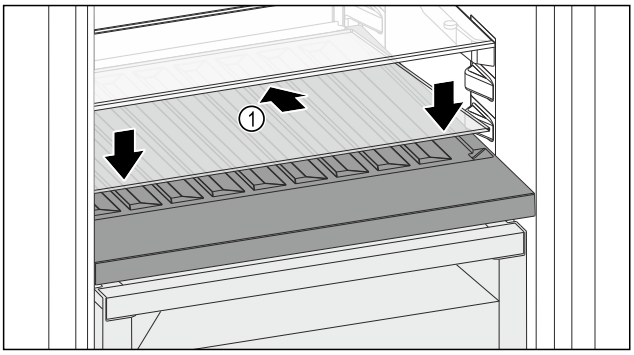

Fig. 176
▶ 向后下方倾斜放置玻璃隔板 *Fig. 176 (1)*。
▶ 放低玻璃隔板 *Fig. 176 (1)* 前部。